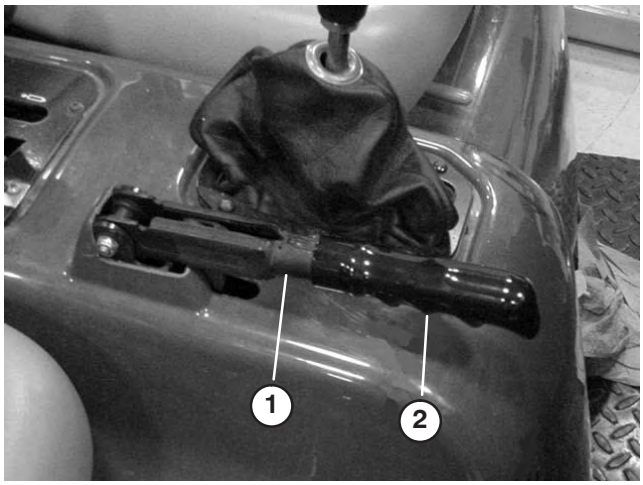

Bild 66
1. Nehmen Sie den Gummigriff vom Feststellbremshebel ab (Bild 66).